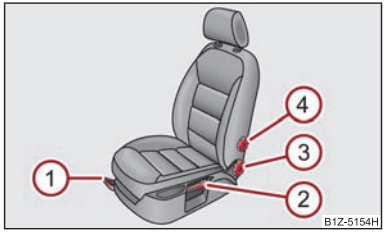

Fig. 47 Commandes du siège
- Tirez la manette (1) ⇒ fig. 47 vers le haut et poussez alors le siège dans la position souhaitée.
- Relâchez la manette (1) et poussez le siège jusqu'au déclic du verrouillage.
- Pour pouvoir régler le dossier comme souhaité, (ne pas appuyer le dos dessus) et tournez la molette (3) ⇒ fig. 47, réglage de l'appui lombaire. ▶